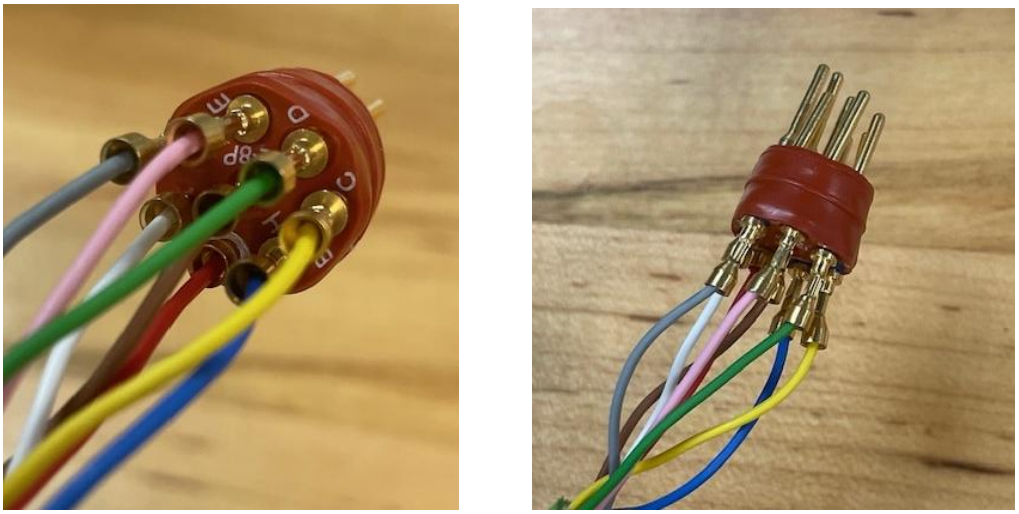

Figure 7
18. Using the info below and Figure 7, **partially** insert each crimped pin into the orange rubber grommet – **insert from side with lettering** (you may have to use a very small flat head screwdriver and "break the orange seal" to help get started).